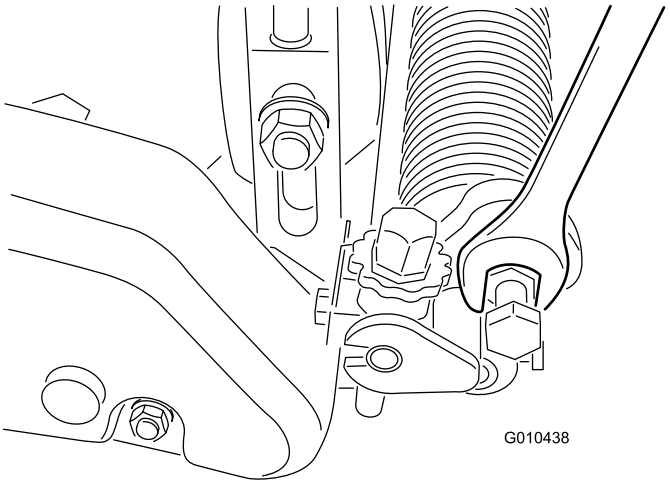

Figuur 24
B. Draai de armen omhoog of omlaag naar de stand A of B (Figuur 24).